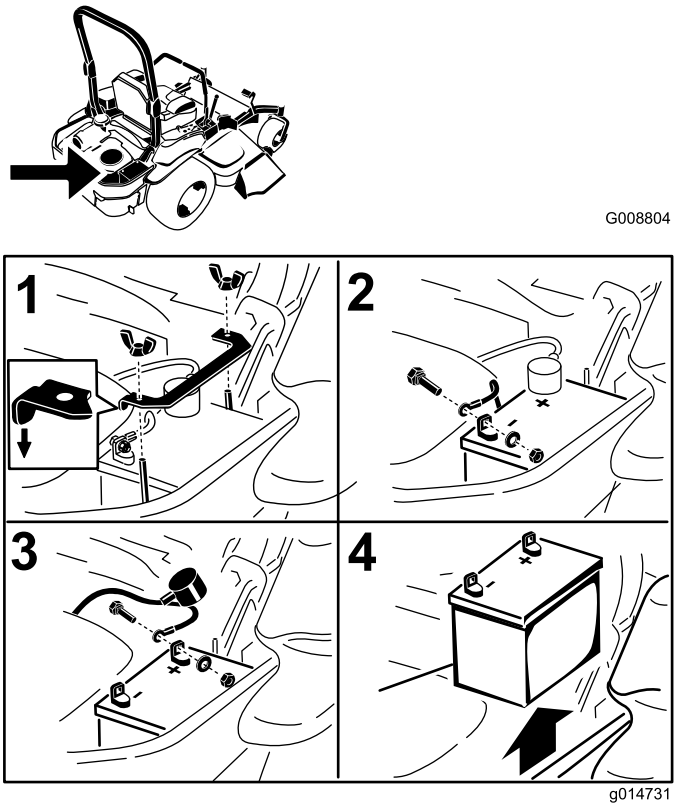

Figur 58
3. Lossa först batteriets minuskabel (svart) från batteriets minuspol (–) (svart) (Figur 58).
4. Skjut av den röda anslutningsskon från batteriets pluspol (röd) och ta bort batteriets pluskabel (+) (röd) (Figur 58).
5. Ta bort vingmuttern som håller fast batteriklämman (Figur 58).
6. Ta bort klämman (Figur 58).
1. Sätt i batteriet i lådan med anslutningspolerna mot hydraultanken (Figur 58).
4. Fäst kablarna med 2 bultar, 2 brickor och 2 låsmuttrar (Figur 58).
6. Montera klämman och fäst den med vingmuttern (Figur 58).